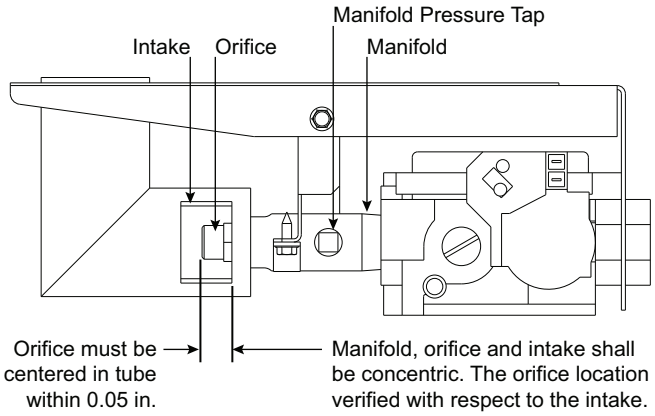

Fig. 44 — Orifice Projection
Refer to Fig. 44 for maximum projection and placement dimension for orifice face to manifold tube. The manifold, orifice and intake shall be concentric. The orifice must be centered in the intake tube.
2. If factory orifice has been removed, check that each orifice is tight at its threads into the manifold pipe, and that orifice projection does not exceed maximum value (see Fig. 44).
2. Remove manifold pressure tap plug from manifold and connect pressure gauge or manometer (see Fig. 44).
10. Turn off unit, remove pressure manometer and replace the manifold pressure tap plug (see Fig. 44).
Ensure each replacement orifice is tight as its threads into the manifold pipe, and the orifice projection does not exceed maximum value (see Fig. 44).